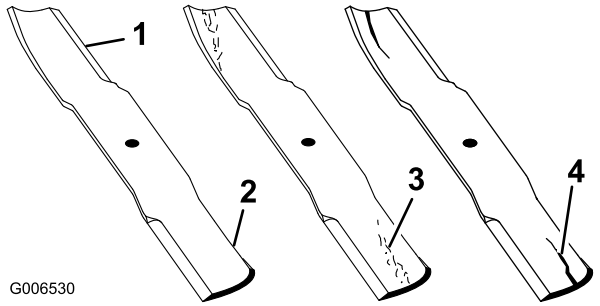

**Figuur 78**
1. Controleer de snijranden (Figuur 78). Als de snijranden niet scherp zijn of inkepingen vertonen, moet u de messen verwijderen en deze slijpen. Zie Maaimessen slijpen.
2. Controleer de messen, in het bijzonder het gebogen deel. Als u scheuren, slijtage of groefvorming in dit deel constateert, moet u het mes direct vervangen (Figuur 78).